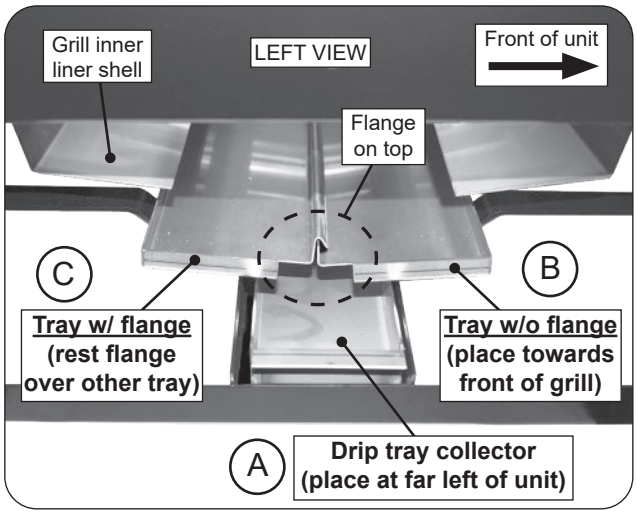

Fig. 27-2 Tray placement
1. Take the drip tray collector and rest it on the bottom-most center frame of the unit. Once properly rested, slide the tray to the far left of the unit. See Fig. 27-2, A.
- **c.** Orient the tray so it sits towards the front of the unit. See Fig. 27-2, B.
- **c.** Orient the tray so it sits on the rear portion of the unit, with the flange resting over the other tray. See Fig. 27-2, C.